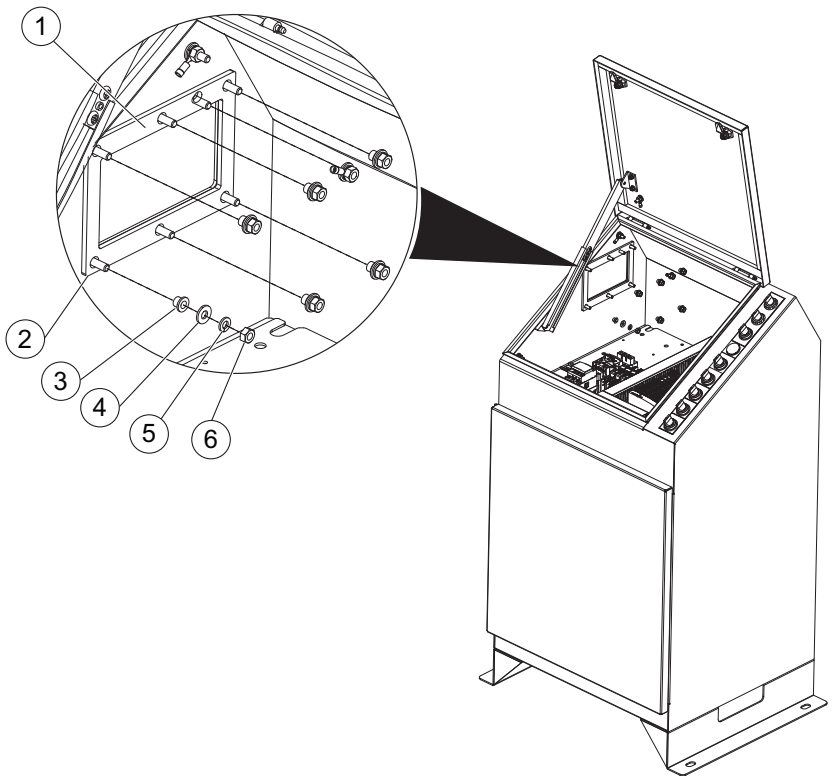

Figure 4 HSC - Gland Plate Assembly
2. Remove gland plate to be drilled on site, noting the orientation of the plastic washers (Figure 4).
5. Reinstall gland plate, torque nuts noting orientation of plastic washers (Figure 4).